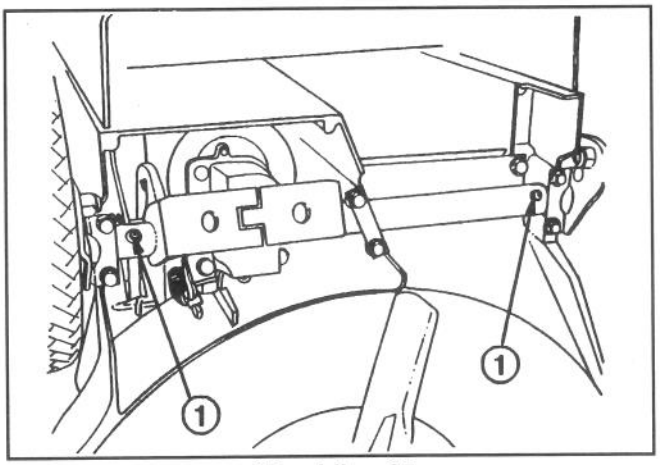

Afbeelding 25
3. Zet de maaier op de hoogste maaistand (E).
4. Leg de maaier op de rechter zijde. Veeg de smeerpunten met een schone doek af (Afb. 25). Zet de vetspuit op de punten en pomp twee à drie maal zachtjes. Gebruik #2 Multi Purpose Lithium Base smeerolie.